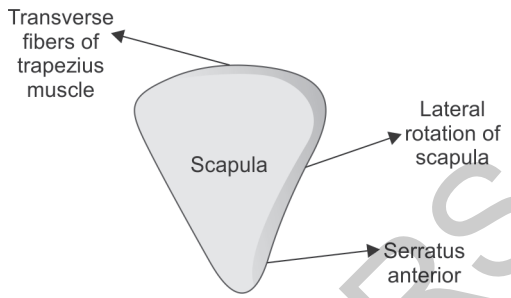

Fig. 1.12: Anatomical example of force couple
- Anatomical, e.g., during shoulder abduction, force couple causes lateral rotation of the scapula **(Fig. 1.12)**.